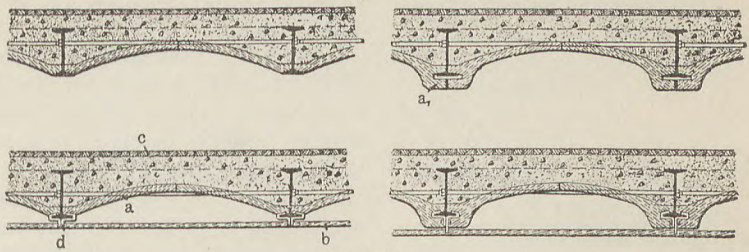

Fig. 102.
3. Bromleysche feuerfeste Decke ist eine Stampfbetondecke. Auf gewölbte Lagerplatten ist hier Beton aufgebracht. Die Lagerhölzer für den oberen Fußboden sind vollständig in den Beton eingebettet. Die eisernen Träger werden durch Rundeisenanker unter sich zu einem unverschieblichen System verbunden. Der Trägerfuß liegt bei Skizze 1 frei, bei Skizze 2 ist er mit einem elektrisch geschweißtem Drahtnetz und Mörtelputz umhüllt, bei Skizze 3 sind besondere Bogenplatten zur Umhüllung verwendet, bei Skizze 4 kommt hierzu noch Drahtnetz und Mörtelputz hinzu. Die Bogen macht man im Scheitel 75 mm stark, der Trägerabstand ist bis 1,80 m zulässig, Fig. 102.